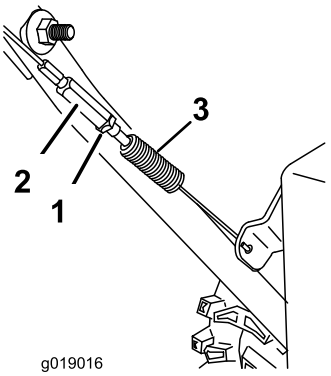

Rysunek 31
1. Poluzuj przeciwnakrętkę (Rysunek 31).
2. Odkręcaj lub dokręcaj ściągacz, aby regulować bolec, aż uzyskasz odpowiedni odstęp od przedniej krawędzi otworu (Rysunek 31).
3. Dokręć przeciwnakrętkę (Rysunek 31).